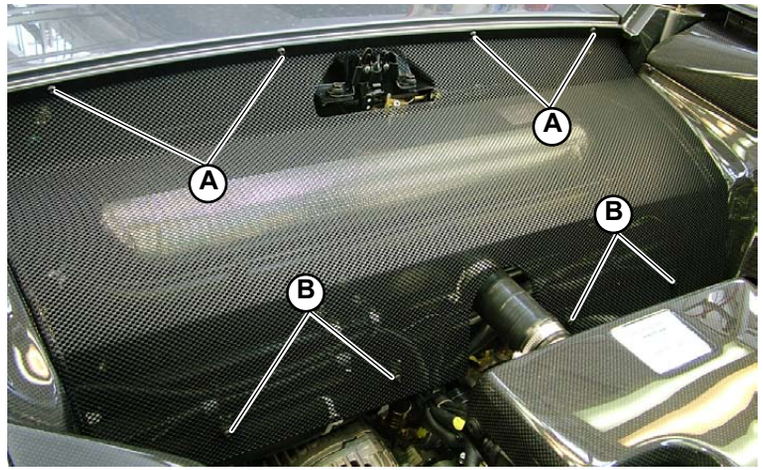

Fig.1
1. Unscrew the 4 upper screws (**A-Fig. 1**) and the 4 lower screws (**B-Fig. 1**) securing the silencer safety grid to the car.